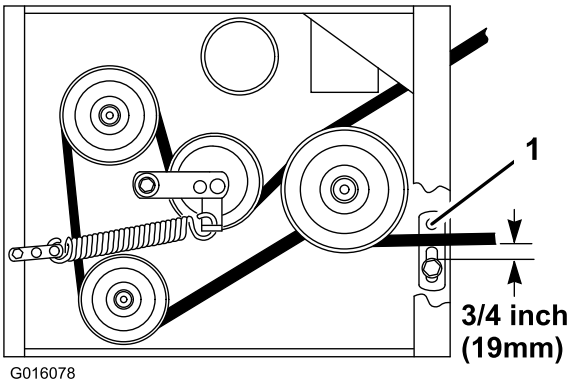

Figuur 46
8. Controleer of de riemgeleider onder het motorframe juist is afgesteld (Figuur 46).
Opmerking: Zorg dat de afstand tussen de riemgeleider en de maaierriem 19 mm bedraagt als de maaierriem is ingeschakeld (Figuur 46). Stel indien nodig de riemgeleider van de drijfriem af. Als de geleiders goed zijn afgesteld, mag de riem (als deze is uitgeschakeld) niet slepen of van de poelie vallen.